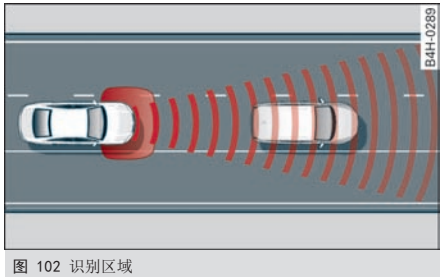

图 102 识别区域
– 只能识别位于感应器识别区域内的物体 ⇨ *76 页，图 102*。